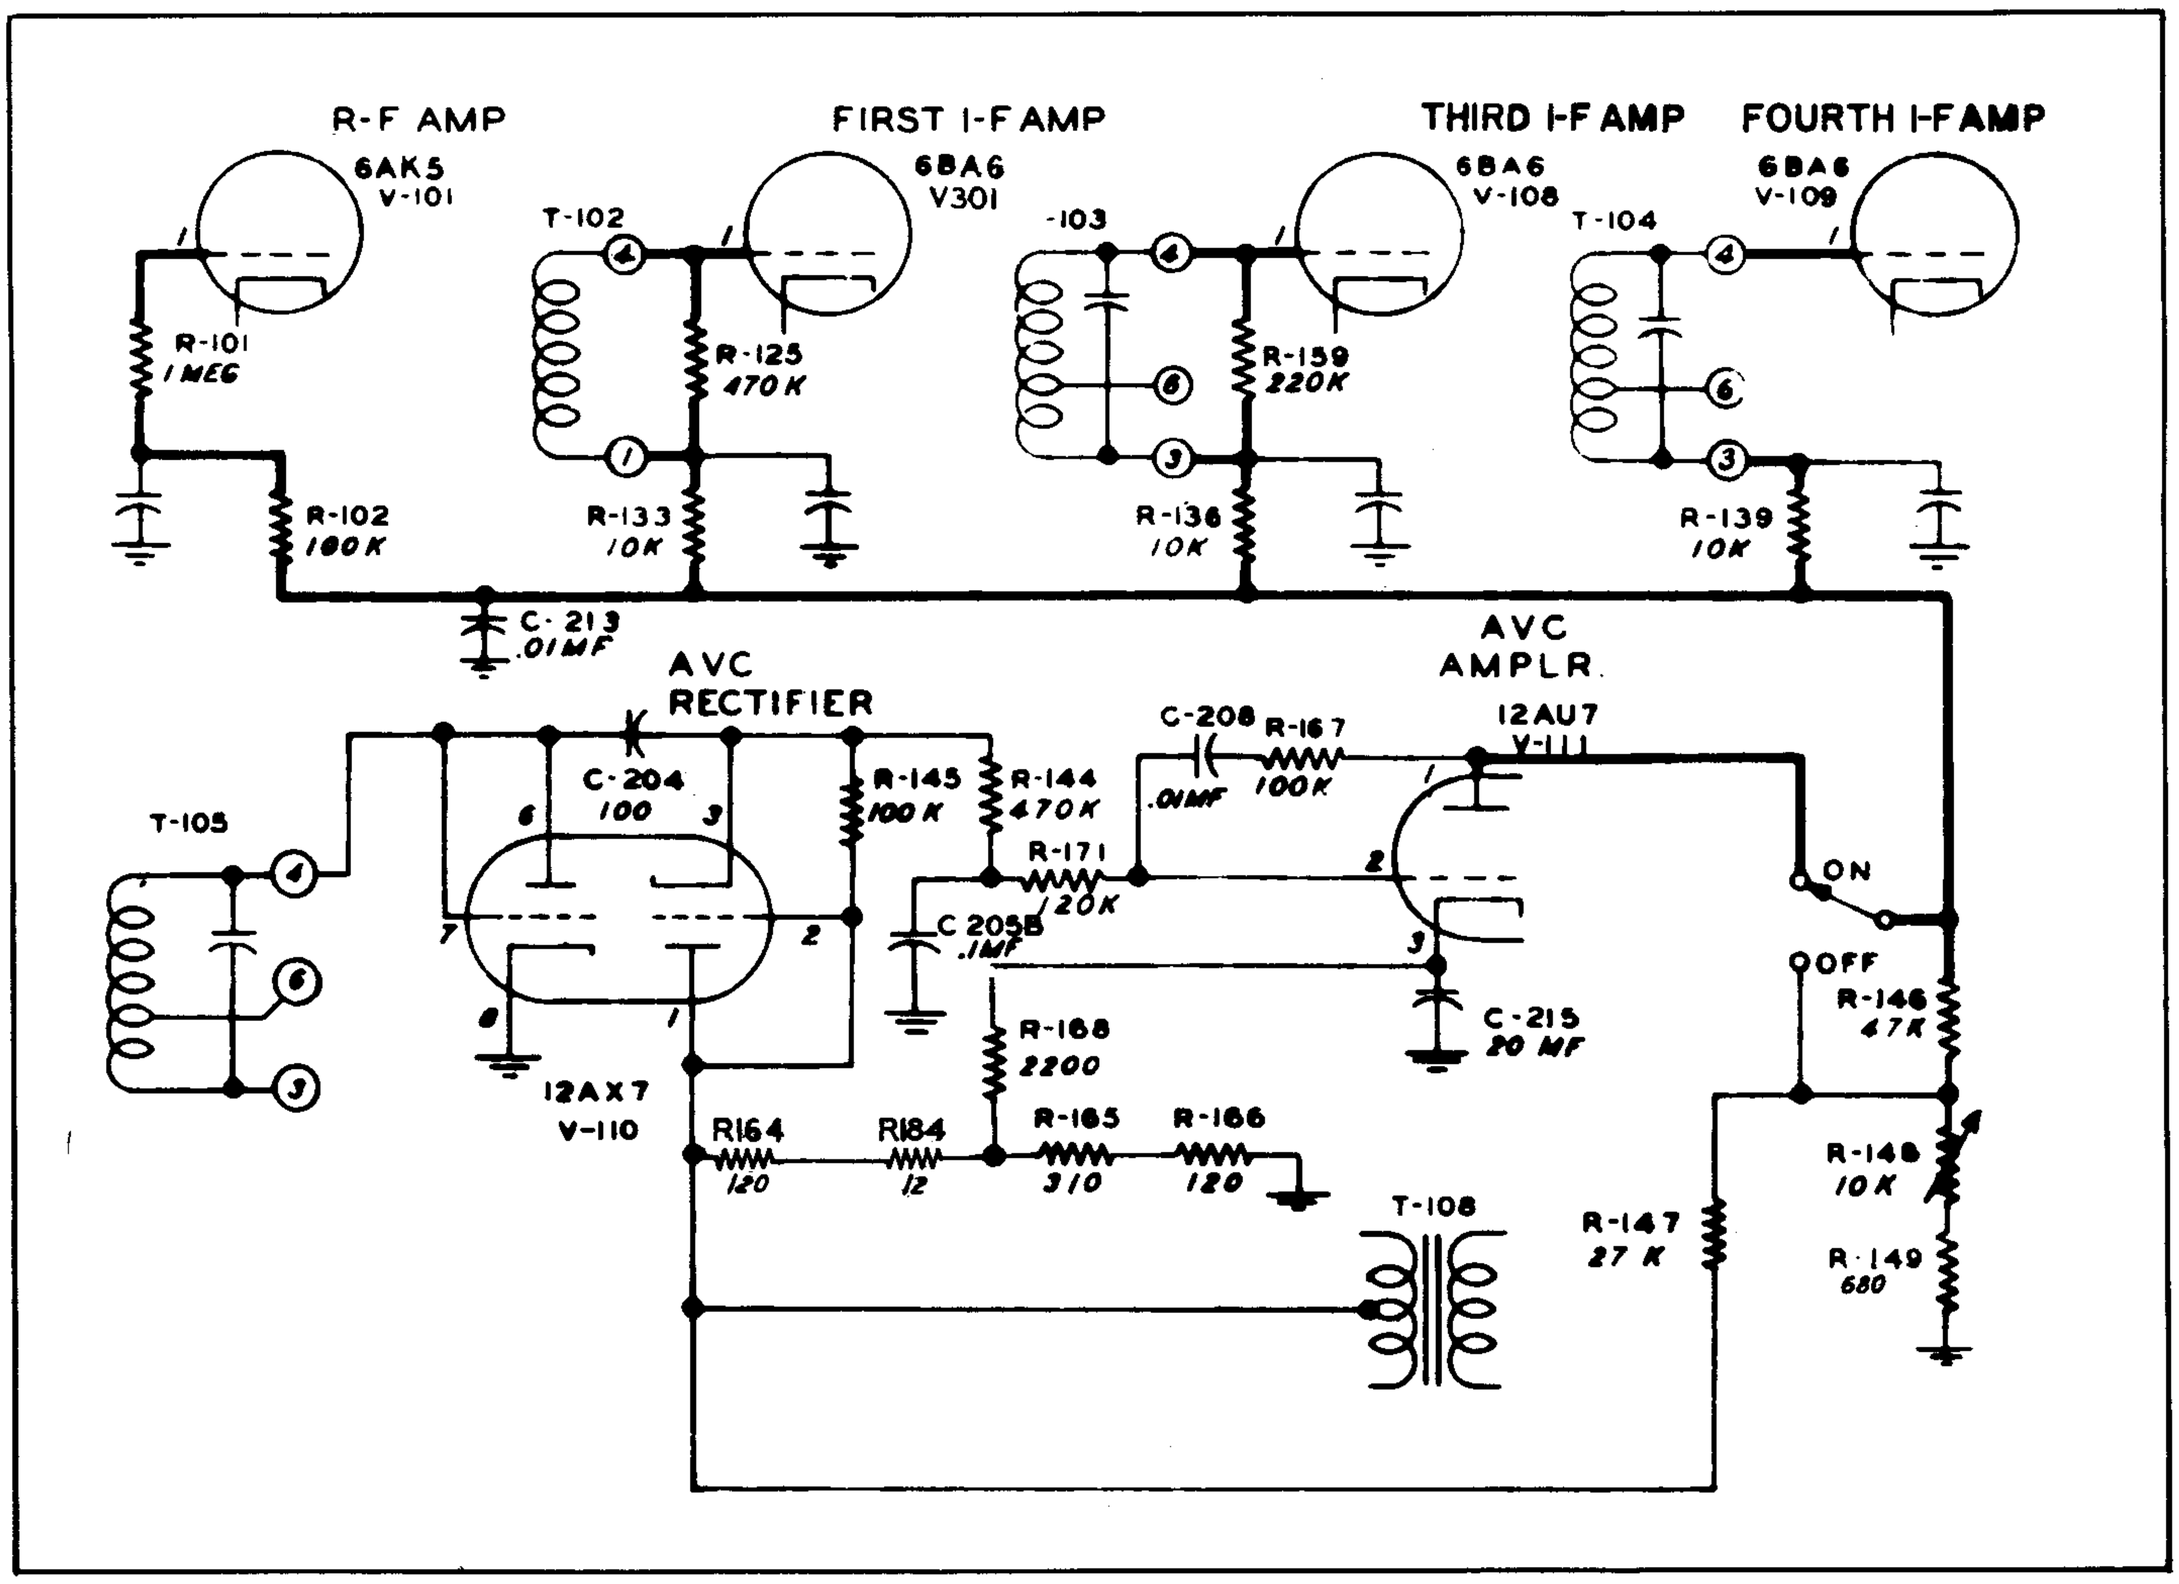

Figure 4-8. 51J-4 A. V. C. Circuit
4.2.11. AUTOMATIC VOLUME CONTROL. - The problem of blocking that is created by strong signals or heavy static is eliminated by use of an amplified AVC system and a low impedance AVC line. Refer to figure 4-8. The second triode section of V110 is used as an AVC rectifier to produce control voltage for the AVC amplifier which uses one half of dual triode V111. The AVC voltage that is applied to grids of the controlled tubes is produced when plate current flowing through one-half of AVC amplifier tube V111 causes a voltage drop across resistor R146. Plate voltage for the amplifier half of V111 is obtained from the voltage drop across resistors R165 and R166, which are in series with the center tap of the power transformer to ground. However, V111 will not draw plate current when there is no signal input to the receiver because of approximately 11 volts of bias that is placed upon its grid by the voltage drop through R164. This bias voltage for V111 is taken from the end of R145 through which the rectified carrier flows in opposition to the bias voltage. Thus, when the rectified carrier becomes strong enough to overcome the bias voltage on V111, V111 will draw plate current and produce a voltage drop across R146, thereby producing AVC voltage in proportion to the strength of the received signal. The bias on the grid of V111 is high enough to produce a delay in the generation of AVC voltage and thus allows the receiver to function at full sensitivity on weak signals. Resistor R144 and capacitor C205B form the time constant in the AVC circuit. R171, C208, and R167 are used in a degenerative circuit to prevent the AVC amplifier tube from responding to low audio frequencies. AVC is turned off by opening the plate circuit of AVC amplifier tube V111. Tubes controlled by AVC bias include the r-f amplifier V101, and the 500 kc i-f amplifier tubes, V301, V108 and V109.